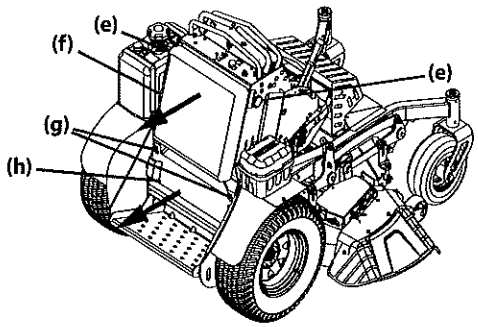

Figure 2
a. Loosen the two star knobs (e) securing the leg pad (f) to the mower. See Figure 2.